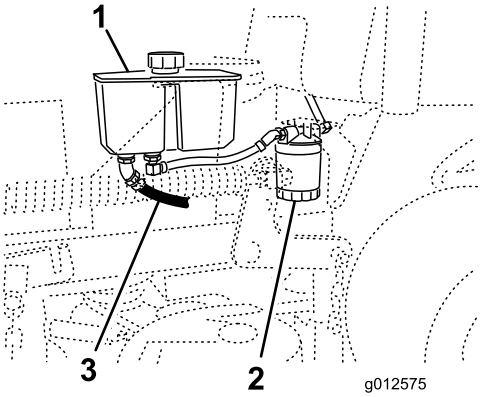

**Figur 73**
4. Find forreste hydraulikslange under hydrauliktanken, og placer dræningsbakken under tanken (Figur 73).